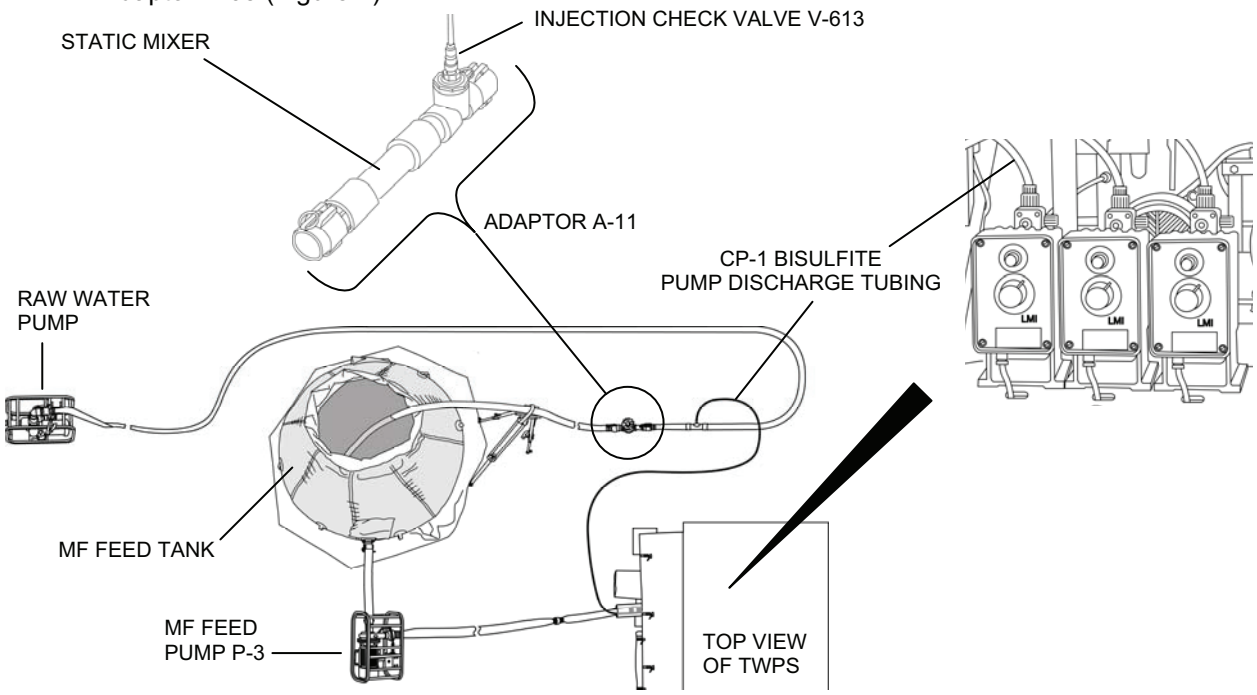

Figure 1. Adaptor A-11 Location in the Raw Water System.
3. Install Adaptor A-11 in the raw water system between the 2 in. x 50 ft. discharge hose and Adaptor A-05 (Figure 1).